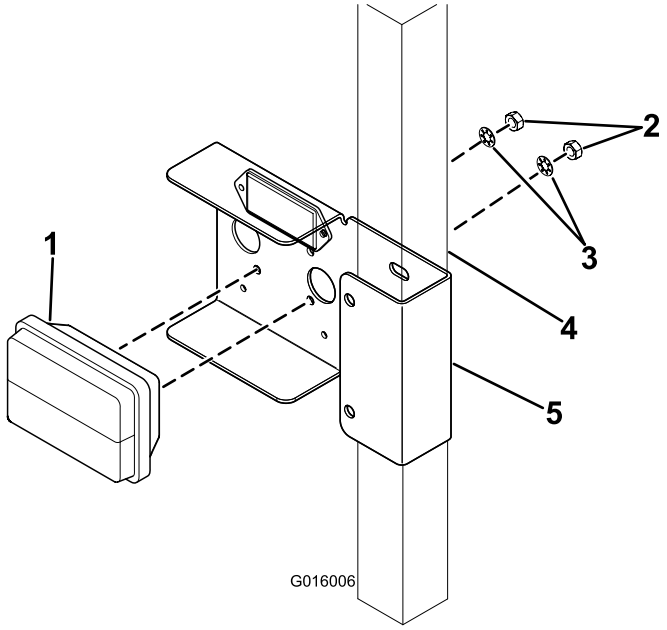

**Figura 3**
5. Montaje la luz trasera en el soporte con las 2 arandelas de estrella y las 2 tuercas incluidas con el conjunto de la luz (Figura 3).